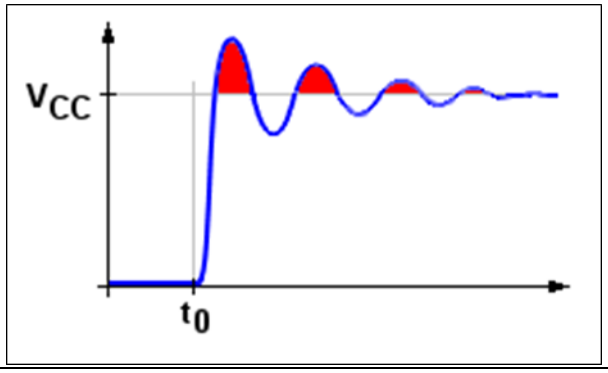

Figure 10 Signal overshoots on port pin after closing the switch
This (weakly) attenuated oscillator causes voltage overshoots on the port pin (point (B)), as shown (in red) in **Figure 10**.